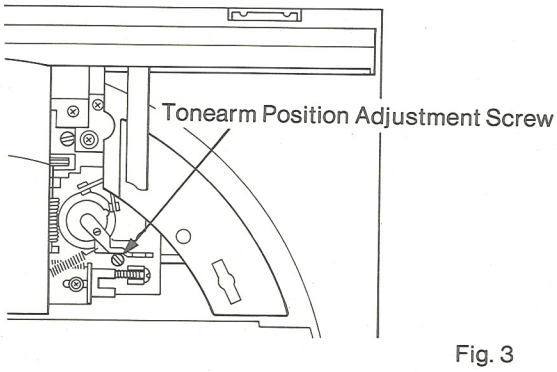

Fig. 3
3. Press ◄ button on the control panel to shift the arm to the place where the tonearm position adjustment cam can be observed. (Fig. 3)
4. Adjust the cam, so that the tonearm becomes perpendicular to the rear wall of the cabinet. (Fig. 3)